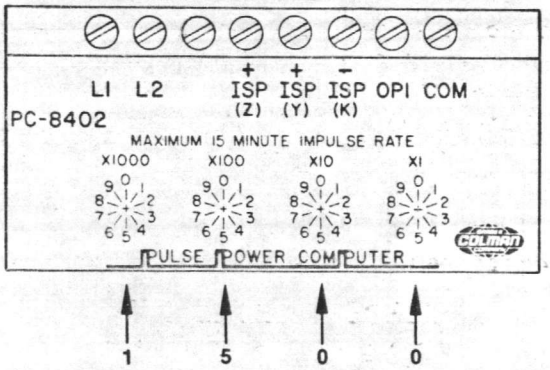

Figure 3.
Step 3. Set dials to 1500 left to right. (See Figure 3.) Minimum setting is 200.